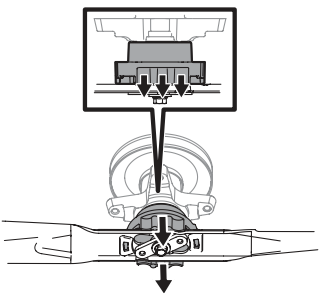

Fig. 54
6. Vous entendrez un déclic lorsque la lame s'enclenche bien (Fig. 54).